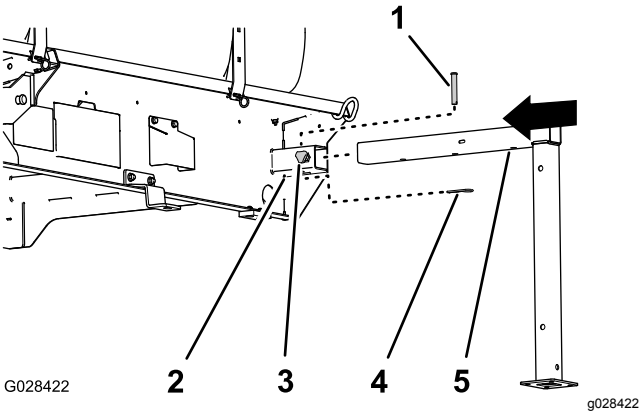

Figuur 130
1. Zet de voorste assteun op een lijn met de assteunbeugel aan de voorkant van de tank (Figuur 130).
2. Steek de assteun in de beugel tot het middelste gat in de horizontale buis van de assteun op één lijn is met het gat bovenaan de beugel (Figuur 130).
4. Draai een borgknop in de assteunbeugel en draai deze handvast (Figuur 130).